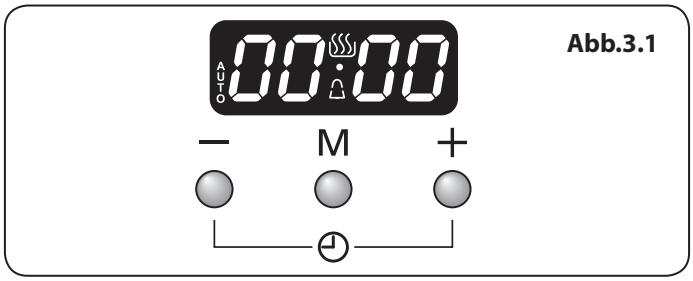

Abb.3.1
1. Die LCD-Uhr ist in (**Abb.3.1**). dargestellt. Sobald der Herd an den Strom angeschlossen und eingeschaltet ist, blinkt die Anzeige (00.00) und die Uhrzeit startet von (00.00).